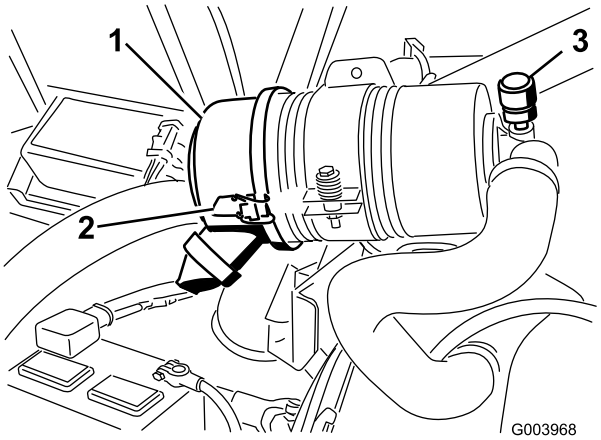

Figuur 52
Geef het luchtfilter uitsluitend een onderhoudsbeurt als de onderhoudsindicator (Figuur 52) dit aangeeft. Als u het luchtfilter vervangt voordat dit nodig is, wordt alleen maar de kans vergroot dat er vuil in de motor komt als het filter wordt verwijderd.
1. Maak de sluitingen los waarmee het deksel van het luchtfilter is bevestigd aan het luchtfilterhuis (Figuur 52).